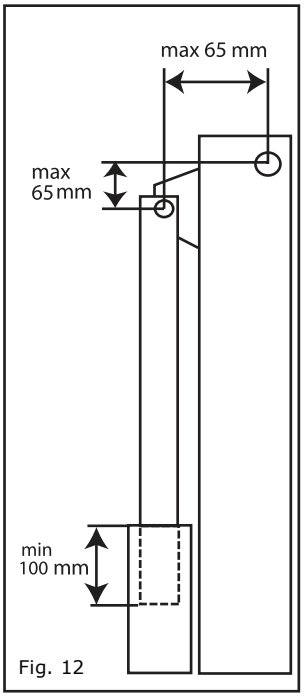

Fig. 12
f) Collegare le staffe piatte ("spadini") tramite gli appositi fori ai perni di fissaggio in alto delle leve della porta (Fig. 16). Se la dimensione/tipologia dei perni non consente il fissaggio diretto degli spadini, collegare quest'ultimi alle apposite staffe fornite in dotazione (Fig. 11) e ancorare le staffe alla stessa altezza dei perni di fissaggio delle leve della porta. (Fig. 12)